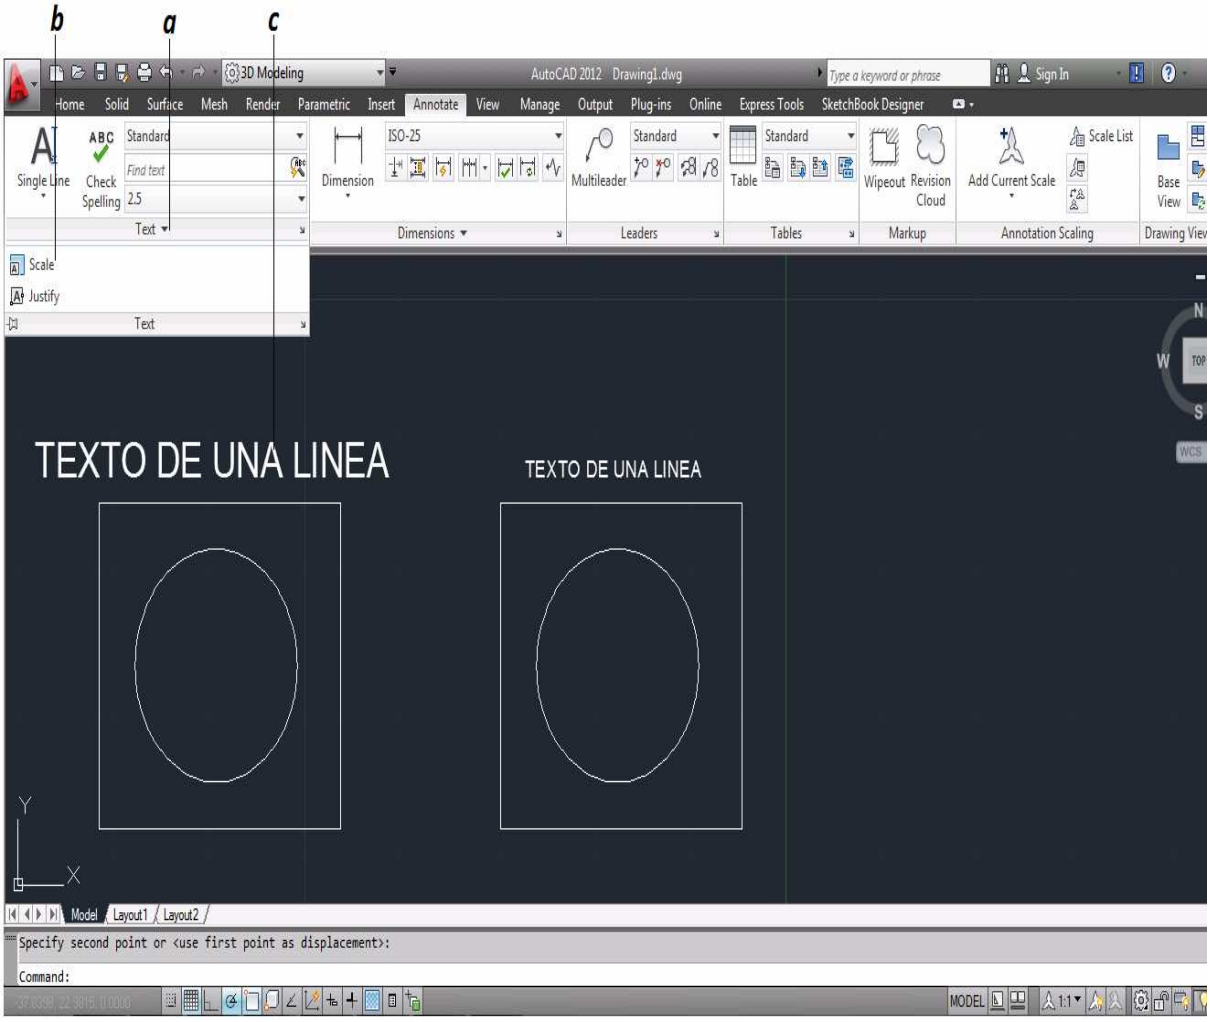

Figura 3.61 Texto "Escala de Texto"
- **a.** Se selecciona la flecha Texto [Text] en el grupo Anotacion [Annotate] para desplegar las opciones *(figura 3.61).*
- **b.** Se selecciona la opción escala [Scale] para activar el comando *(figura 3.61).*
- **c.** Se selecciona el texto a escalar *(figura 3.61).*